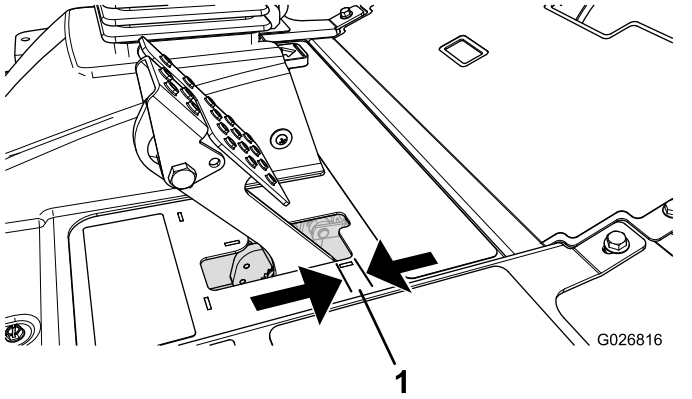

Figur 62
Juster bremserne, hvis bremsepedalen har mere end 2,5 cm fri vandring (Figur 62), eller hvis mere fastholdelseskraft er påkrævet. Fri vandring angiver den afstand, som bremsepedalen kan flyttes, før du mærker bremsemodstand.
2. Tilspænd den bageste møtrik for at flytte kablet bagud, indtil bremsepedalerne har 6 til 13 mm fri vandring (Figur 62), før hjulene låses.